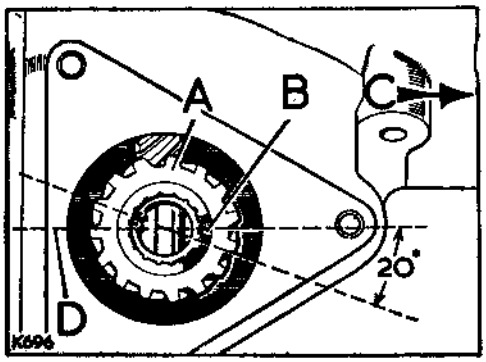

**Fig. A2-67. Vertical drive gear correctly positioned**
4. Insert the vertical drive gear assembly into the distributor drive housing and engage the gear on the camshaft. When fitted, the vertical drive gear master spline must be positioned as shown in Fig. A2-67 and the locating screw hole in the drive gear bush must be aligned with the locating screw tapping in the oil filter mounting face.